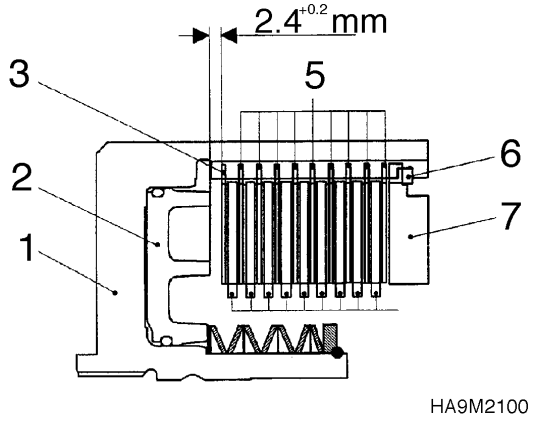
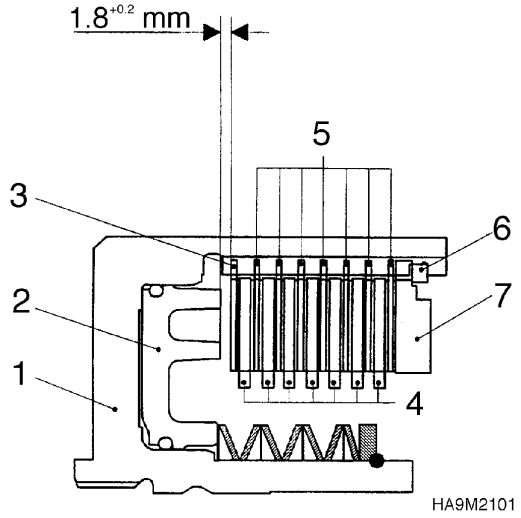

Figure 206
Figure 207
The plate arrangement of Clutch-K1is not identical with Clutch-K2 and K3. In this connection see Figure 206.
9. Introduce plate pack according to Figure 206 and Figure 207.